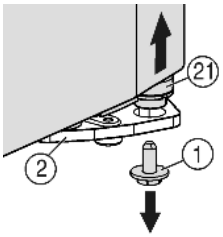
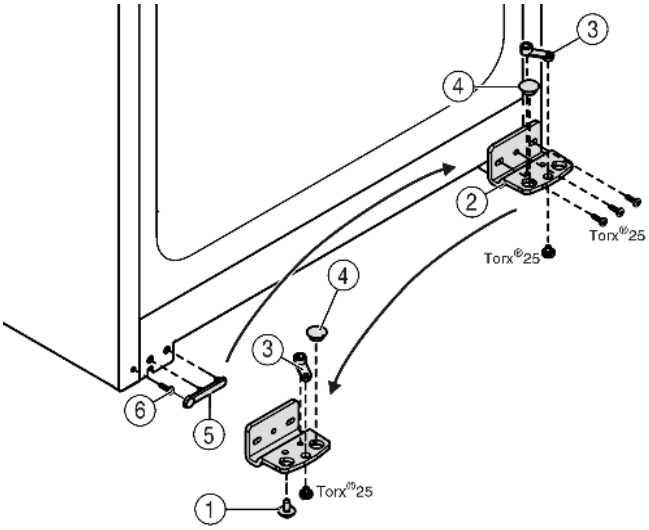

Fig. 6
Fig. 7
▶ Unscrew the securing screw on the bottom right *Fig. 6 (1)* turn hinge.
▷ The bearing pin *Fig. 6 (21)* should come out of the turn hinge *Fig. 7 (2)*.
▶ If the bearing bolt *Fig. 6 (21)* doesn't undo press it out from underneath.
▶ Unscrew the turn hinge *Fig. 7 (2)*.
▶ Unscrew the bearing element, *Fig. 7 (3)* transfer it to the opposite location hole of the turn hinge and screw it firmly into place.
▶ Take the stopper *Fig. 7 (4)* out of the turn hinge and transfer it to the receiving hole on the opposite side of the turn hinge.
▶ Carefully lift off the cover *Fig. 7 (5)* on the handle side.
▶ Undo the screw *Fig. 7 (6)* and transfer it to the opposite side.
▶ Put the cover *Fig. 7 (5)* back on.
▶ Screw the turn hinge *Fig. 7 (2)* firmly into place on the new hinge side **(with 4 Nm)**, possibly using a power screwdriver.
▶ Insert the securing screw *Fig. 6 (1)* at the bottom into the bearing pin and tighten it **(with 4 Nm)**.